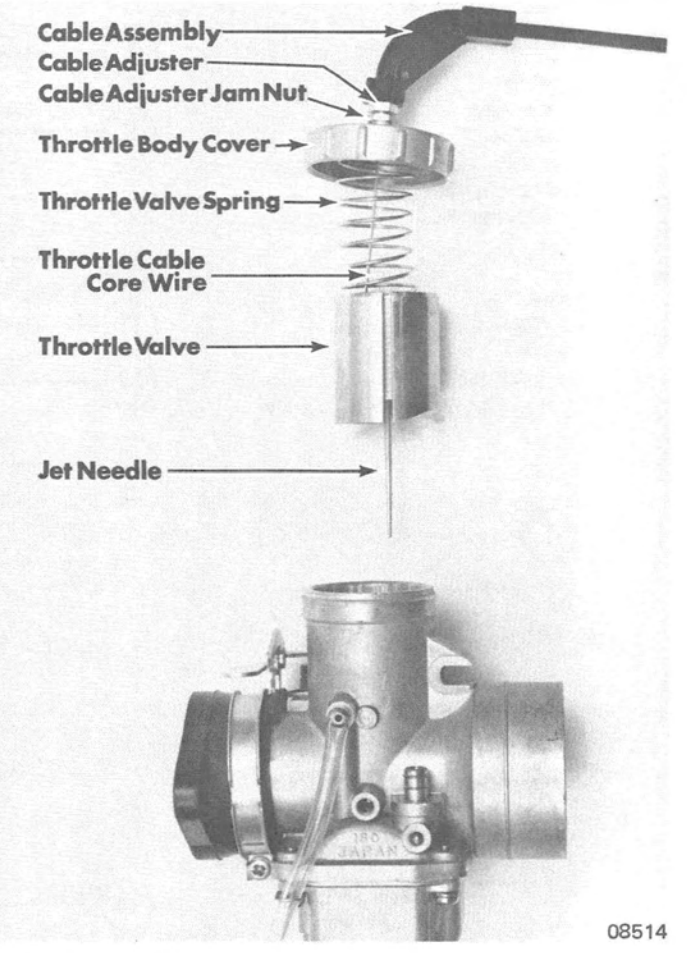

Figure 5. Carburetor Removal/Installation
3. Unscrew throttle body cover from carburetor (to be removed) and remove throttle cable, body cover, spring, jet needle and throttle valve from carburetor as an assembly. (Figure 5)
a. Compress throttle valve spring (Figure 5) into cover assembly and hold.
e. Loosen cable adjuster jam nut (Figure 5), remove cable adjuster from cover and pull cable assembly from cover.